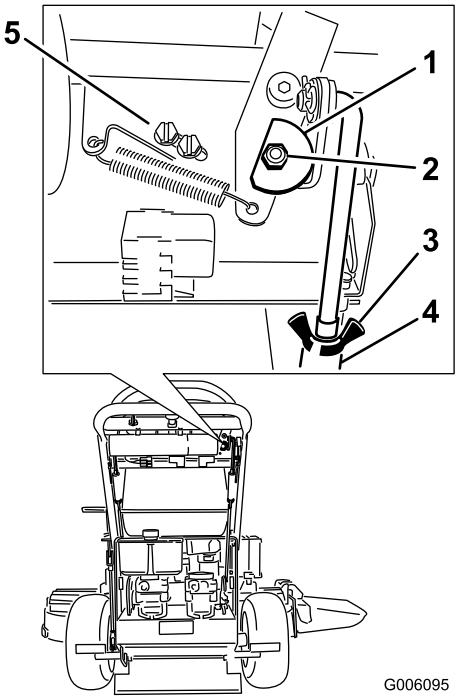

Figura 54
7. Afloje la tuerca y el perno que sujetan la leva (Figura 54).